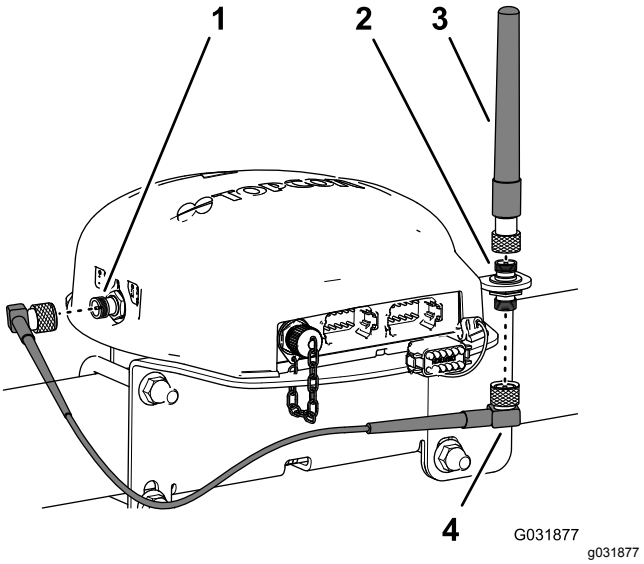

**Figur 148**
3. Monter RTK-antennen på koaksialkoblingens øvre fitting, og stram antennens riflede møtrik med håndkraft (Figur 148).
4. Sæt løst antennekablet på koaksialkoblingens nederste fitting (Figur 148).
5. Før kablet bagom navigationsmodtageren til koaksialkonnektoren på CDMA- eller GSM-mobilmodemmet (Figur 148).
6. Sæt antennekablet i koaksialkonnektoren på CDMA- eller GSM-mobilmodemmet (Figur 148).